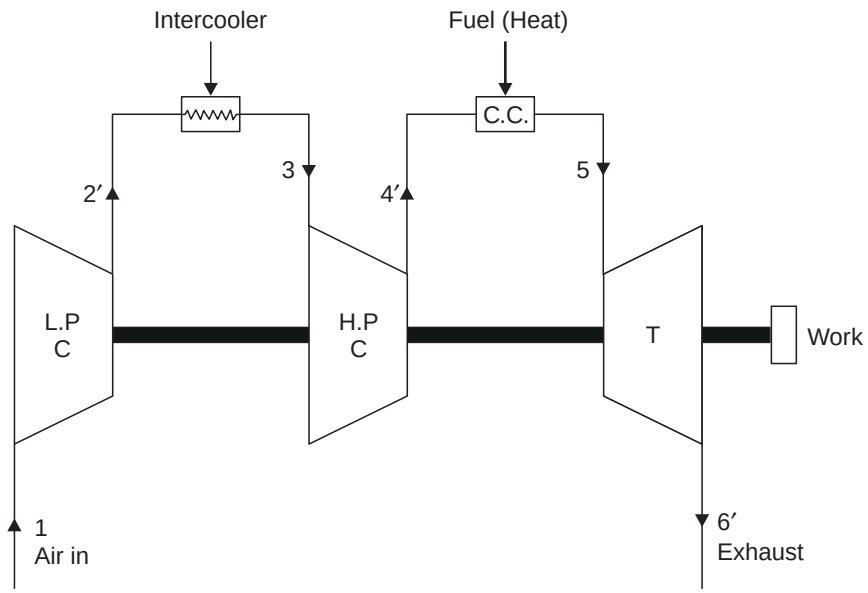
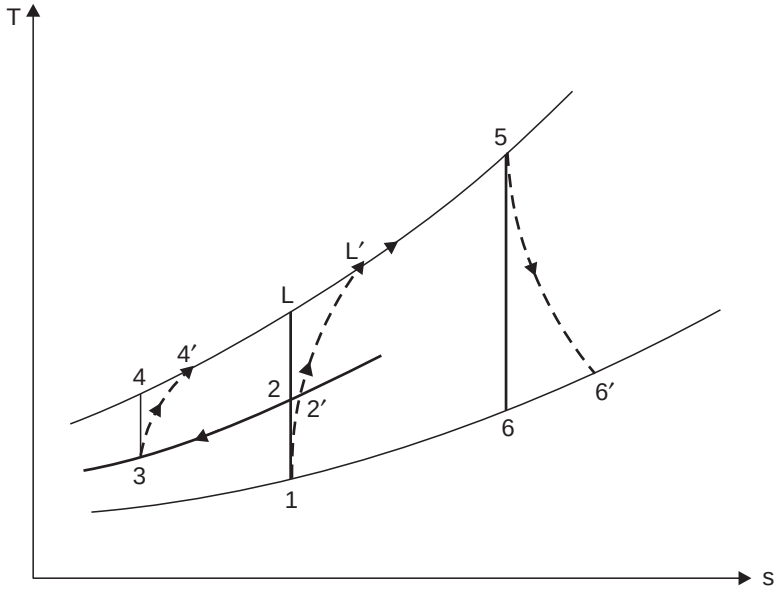

Fig. 13.37. Turbine plant with intercooler.
Fig. 13.38. *T-s* diagram for the unit.
1. **Intercooling.** A compressor in a gas turbine cycle utilises the major percentage of power developed by the gas turbine. The work required by the compressor can be reduced by compressing the air in two stages and *incorporating an intercooler* between the two as shown in Fig. 13.37. The corresponding *T-s* diagram for the unit is shown in Fig. 13.38. The actual processes take place as follows :